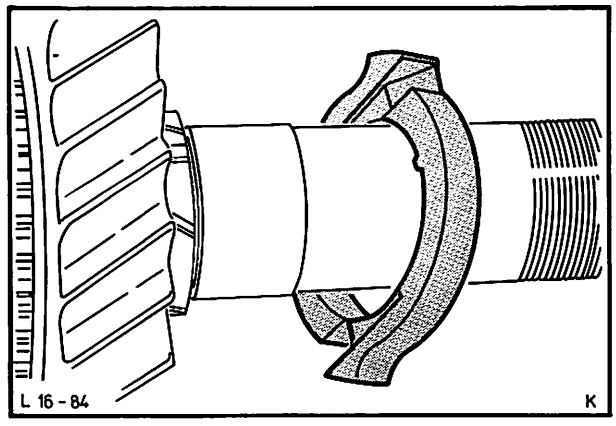

Abb. 101 Ölschöpfscheibe mit Ölnut zum Zahnrad zeigend
29. Synchronring mit Zahnrad 1. Gang und Ölschöpfscheibe mit der Ölnut zum Zahnrad zeigend aufschieben, Abb. 101.